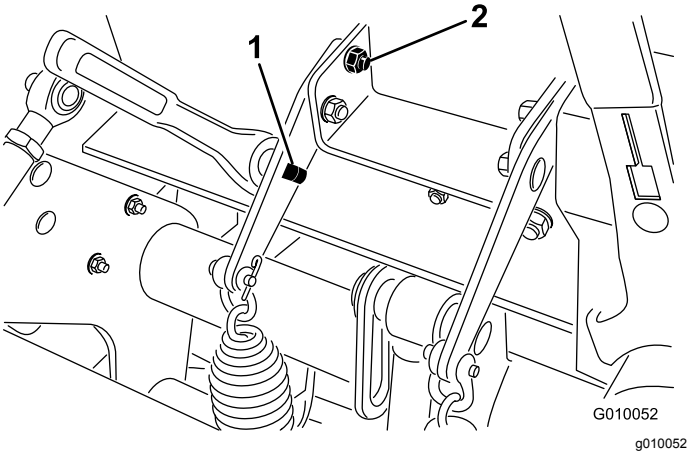

Figur 38
3. Før inn en 1/2-tommes sperrenøkkel eller brytestang inn i det firkantede hullet i fjærplaten (Figur 38).